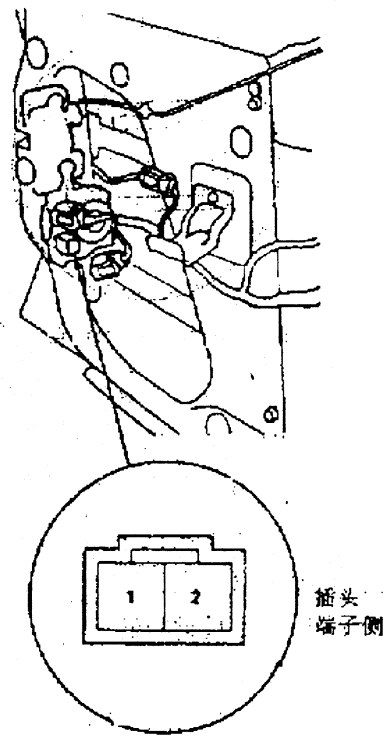

图17－19 驾驶席侧车门锁启动器的2芯插头
(2)从驾驶席侧车门锁启动器上拆开如图17－19所示的2芯插头。